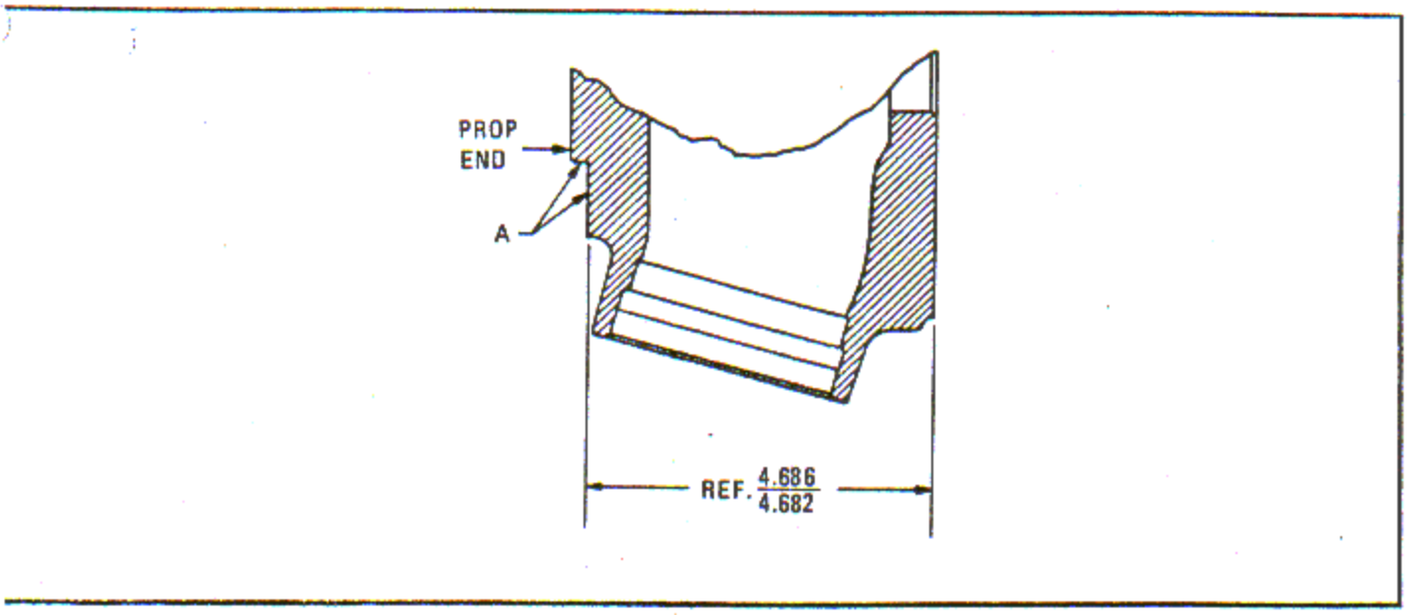

Figure 6-183. Supercharger Front Housing Face Machining
a. Machine the supercharger front housing using standard machine shop practices. The A surfaces must be concentric, parallel, square and true within 0.002 inch full indicator reading at right angles to a common axis. See figure 6-183.